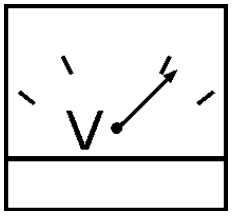

Figure 42. Voltmeter Meter
6. The generator's **AC-voltmeter** (Figure 42) will display the generator's output in **VOLTS**..